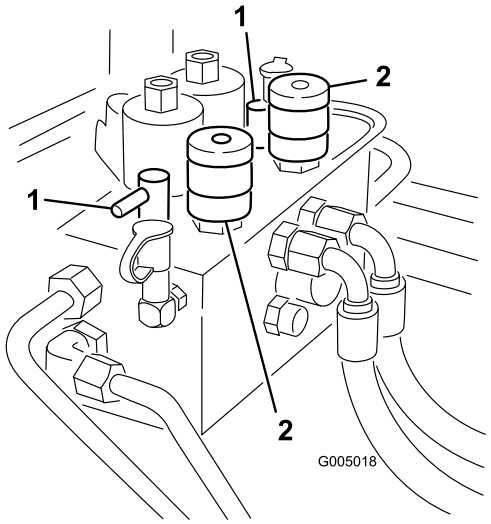

Bild 81
3. Machen Sie die Spindeldrehzahl-Handräder und Läppen-Handräder (Bild 81) ausfindig. Drehen Sie die gewünschten Läppen-Handräder auf die Läppen-Stellung sowie das gewünschte Spindeldrehzahl-Handrad auf die Stellung 1.